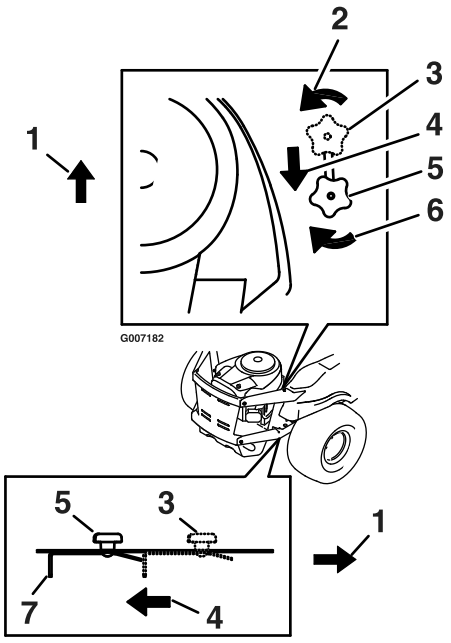

Figuur 20
3. Ga naar de omloop-vrijgaveknoppen aan beide zijden van het maaidek (Figuur 20).
4. Zet de knop los door deze linksom te draaien. Trek vervolgens de vrijgavehendel op de onderkant van de machine (Figuur 20) naar de achterkant van de machine en zet de knop weer vast om de vrijgaveknop in de vrije stand te houden. Herhaal deze procedure aan beide zijden van de machine.
Draai de omloopknop los, druk de vrijgavehendels naar voren en zet de knop weer vast om het aandrijfsysteem in te schakelen (Figuur 20).